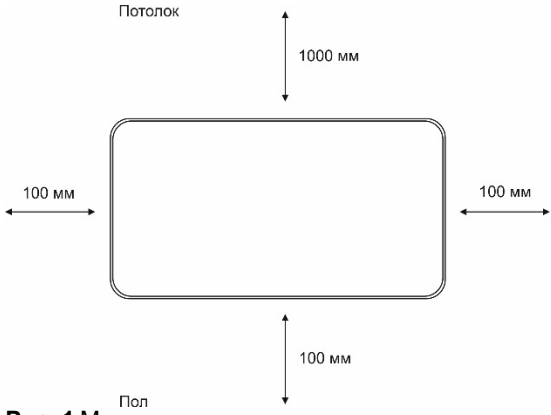

Рис. 1 Минимальное расстояние до посторонних предметов при настенной установке
1. Определите место установки прибора с соблюдением минимальных расстояний до посторонних предметов, потолка и пола. (Рис.1).